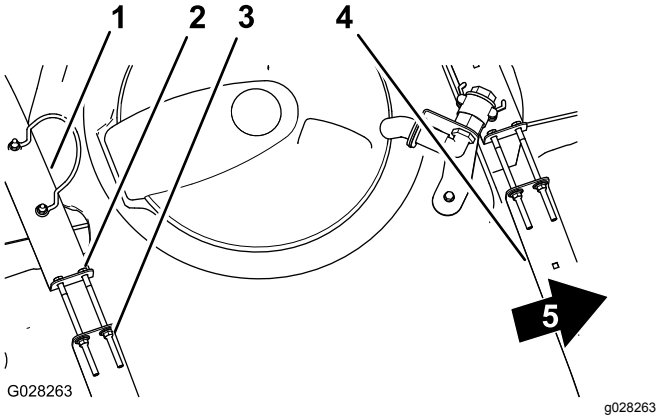

Figur 85
2. Sjekk om det er bevegelse mellom tankstroppene og tanken (Figur 85).
3. Hvis tankstroppene er løse, strammer du flenselåsemutterne og boltene øverst på stroppene til de er plan med tanken (Figur 85).